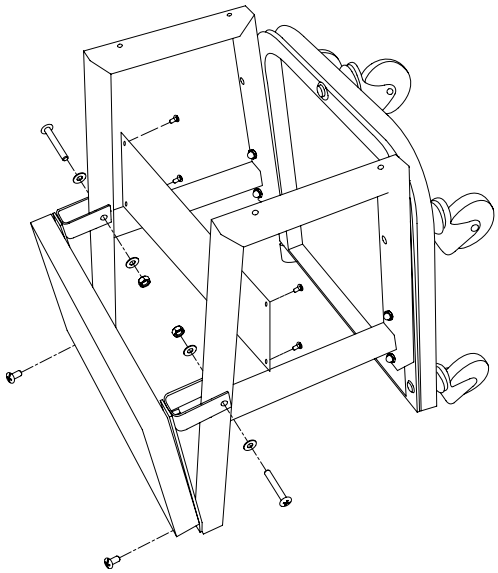

Figure 3 : Installation du galet
3. Fixez le siège du galet sur les bâtis latéraux du galet à l'aide de deux vis Phillips M6 x 40, avec des rondelles, des écrous, et deux vis Phillips M6 x 14, comme dans la figure 3.